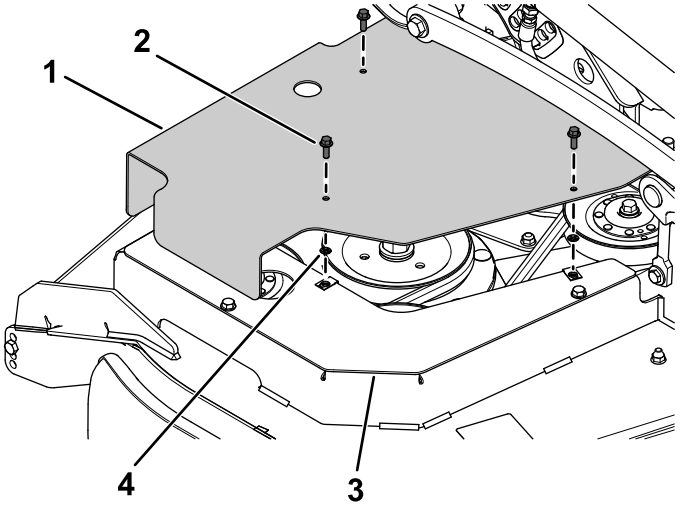

Figuur 5
3. Bevestig de rechter poeliekap aan de kap van de rechter poeliebeugel met 3 flenskopbouten (¼" x ¾") en 3 drukmoeren (Figuur 5).